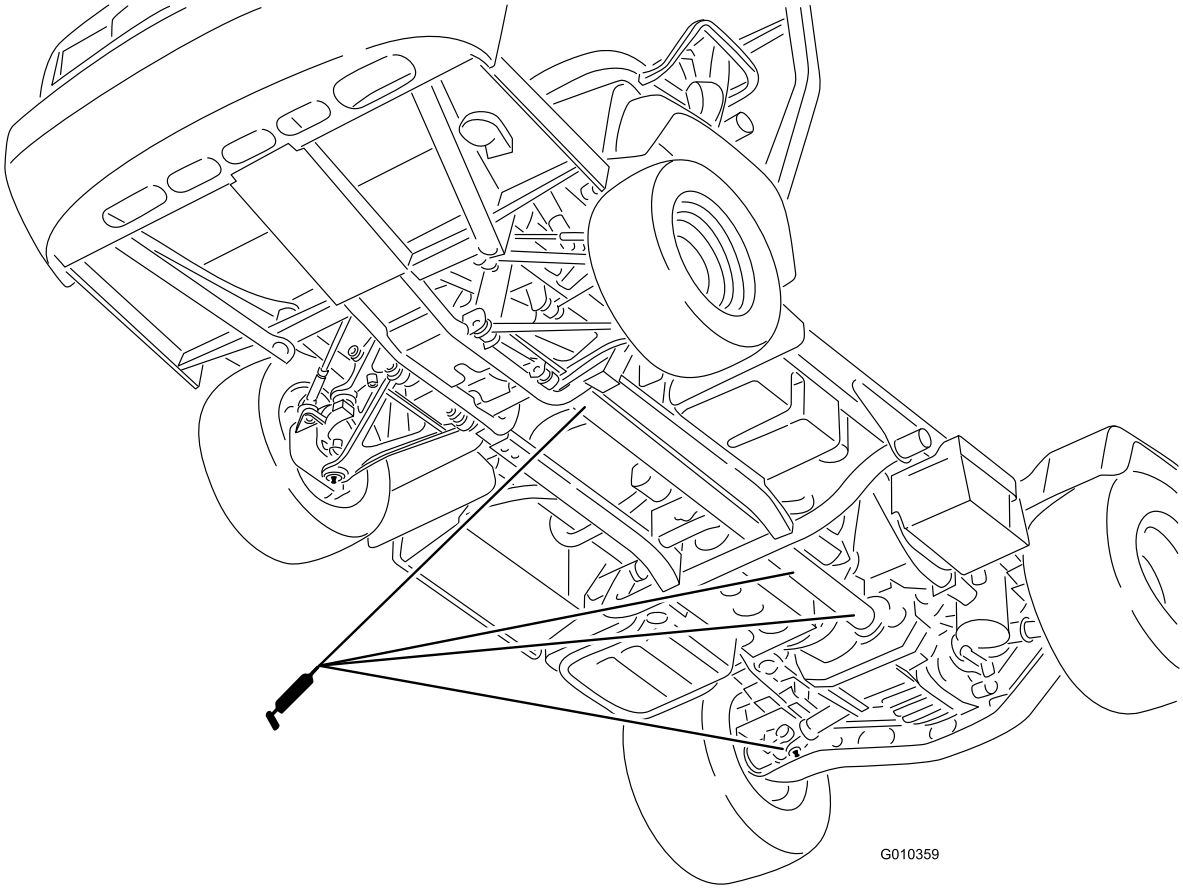

Figuur 42
- Kruiskoppeling (18) en as van 4WD (3); zie (Figuur 42)